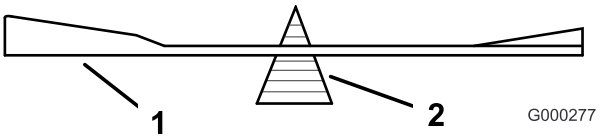
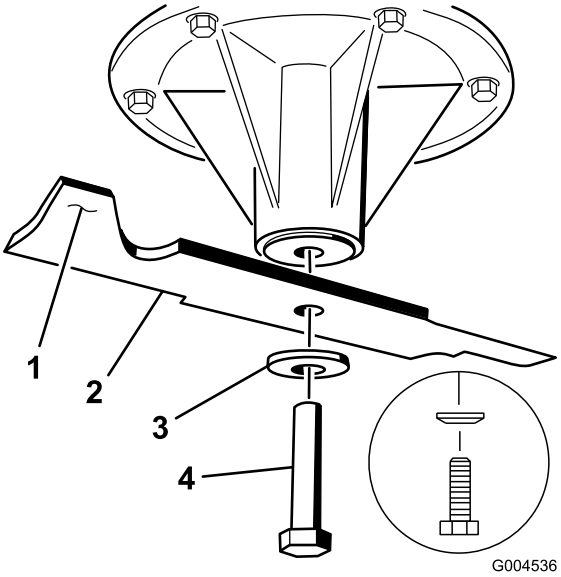
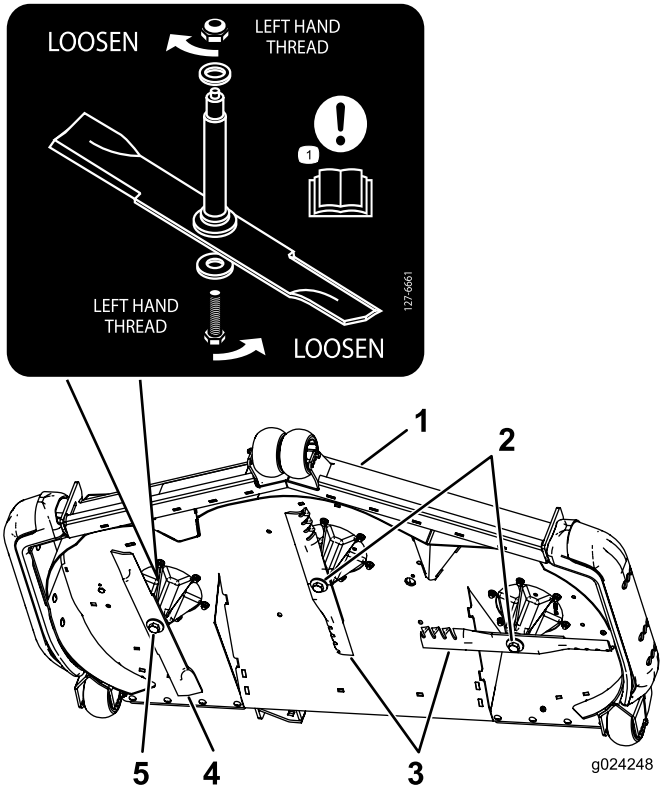

Figur 92
Figur 93
Figur 94
2. Kontrollera knivens balans med en knivbalanserare (Figur 92). Om kniven stannar kvar i ett horisontellt läge är den i balans och kan användas. Om kniven inte är balanserad kan du fila bort lite metall från knivens segeldel (Figur 93). Upprepa proceduren tills kniven är balanserad.
Viktigt: Den högra kniven på det här klippdäcket roterar moturs och har en vänstergängad knivskruv. Använd Figur 94 för rätt placering av gräsklipparknivarna.
1. Montera den vänstra kniven och mittkniven, de böjda brickorna samt knivskruvarna på spindelaxlarna (Figur 93 och Figur 94).
Obs: Kontrollera att den böjda brickans kon har monteras mot skruvhuvudet (Figur 93).
2. Montera den högra kniven, den böjda brickan samt knivskruven (den vänstergängade skruven) på spindelaxeln (Figur 93 och Figur 94).